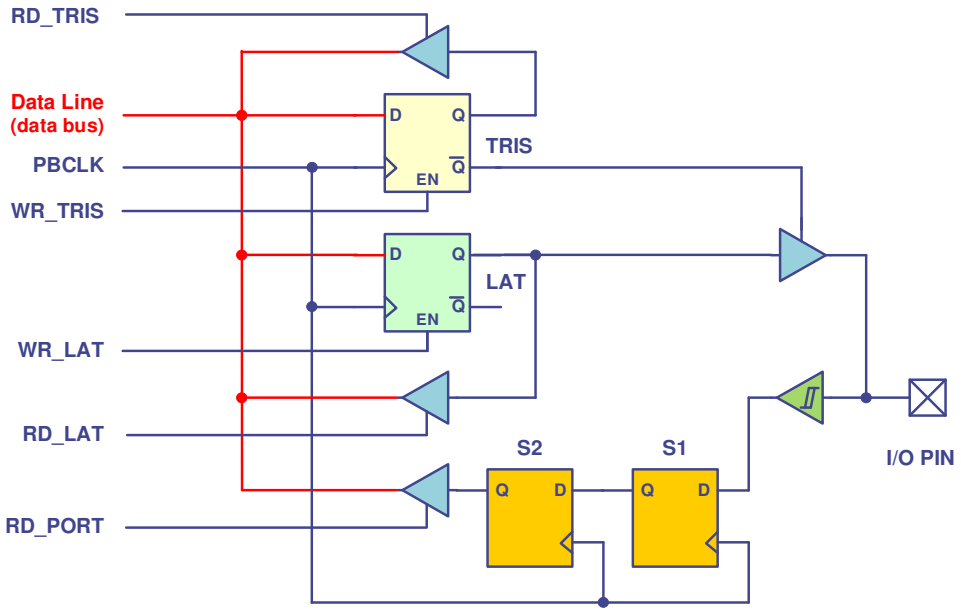

Figura 1. Diagrama de blocos simplificado de um porto de I/O de 1 bit, no PIC32.
A Figura 1 apresenta o diagrama de blocos simplificado de um porto de I/O de 1 bit, no PIC32.
- A escrita num porto configurado como entrada não tem qualquer consequência: o valor é escrito no *flip-flop* LAT associado ao porto mas não fica disponível no exterior uma vez que é barrado pela porta *tri-state* que se encontra na saída e que está em alta impedância (ver Figura 1).